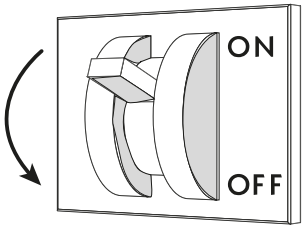

Fig. 20
- Disconnect the power supply to the cabinet using the wall-mounted main switch-disconnector ("Fig. 20").